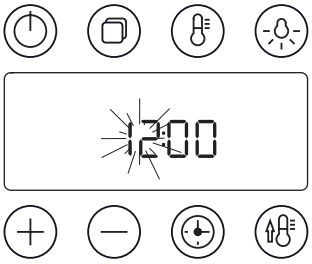

Fig. 3.15
3. Tryck på knappen 'timer' och minuterna kommer att blinka. Använd knapparna [+] eller [-] för att ställa in minuterna (**Fig. 3.15**).